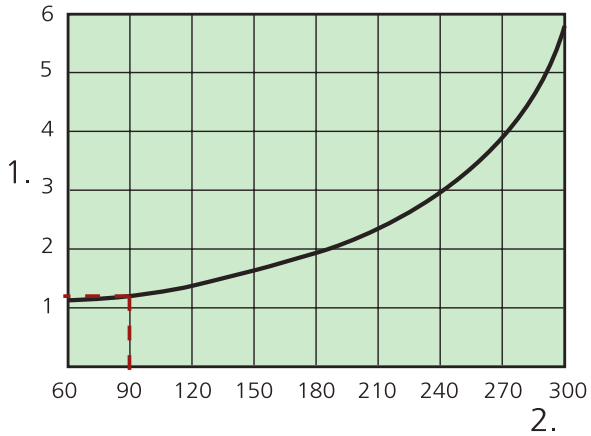

Figure 2. Coefficient de correction pour l'obturation du jet d'air par secteur.
- Les valeurs dB(A) s'appliquent à des locaux avec une atténuation sonore normale (atténuation de 4 dB).
- La valeur dB(C) est normalement de 6 à 9 dB supérieure à la valeur dB(A).
- Pour le coefficient de correction avec une obturation par secteur du jet d'air, voir les abaques et l'exemple qui suit les abaques de dimensionnement, figure 2.